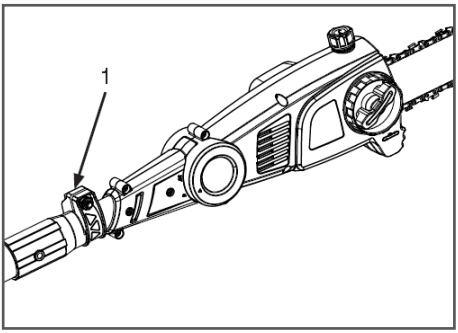

Рис. 8. Рычаг стопора штанги
1. Разблокируйте рычаг 1 стопора телескопической штанги (Рис. 8), чтобы верхняя часть штанги могла свободно выдвигаться наружу и задвигаться внутрь.